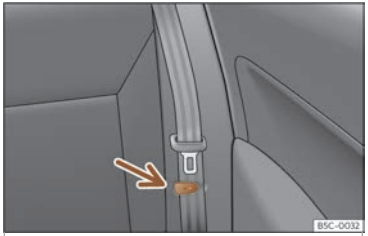

Fig. 107 Asento traseiro:pinza para suxeitar o cinto de seguridade.
• Coloque os cintos de seguridade laterais na pinza do revestimento››› **fig. 107** .